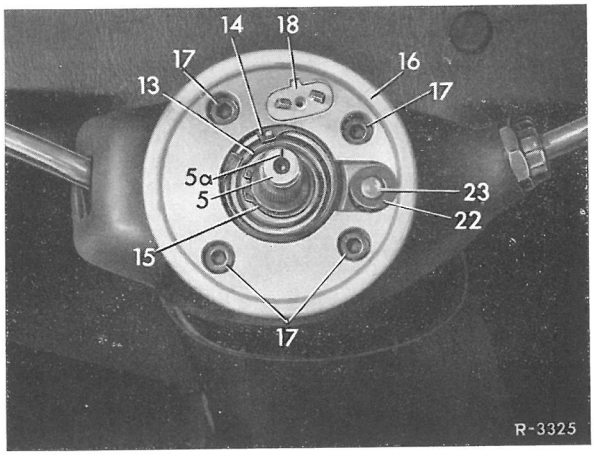

Fig. 46-14/5
23 Gennem åbningen (8a) i ratsøjlen fastholdes ratakslen i den indstillede længde med montagestiften (5o) (fig. 46-14/1).
I denne stilling befinder tilbagestillerknasten for blinklyskontakten midt i udsnittet i ratsøjlen. Desuden peger kærven (5a) på ratakslen (5) opad (fig. 46-14/4).